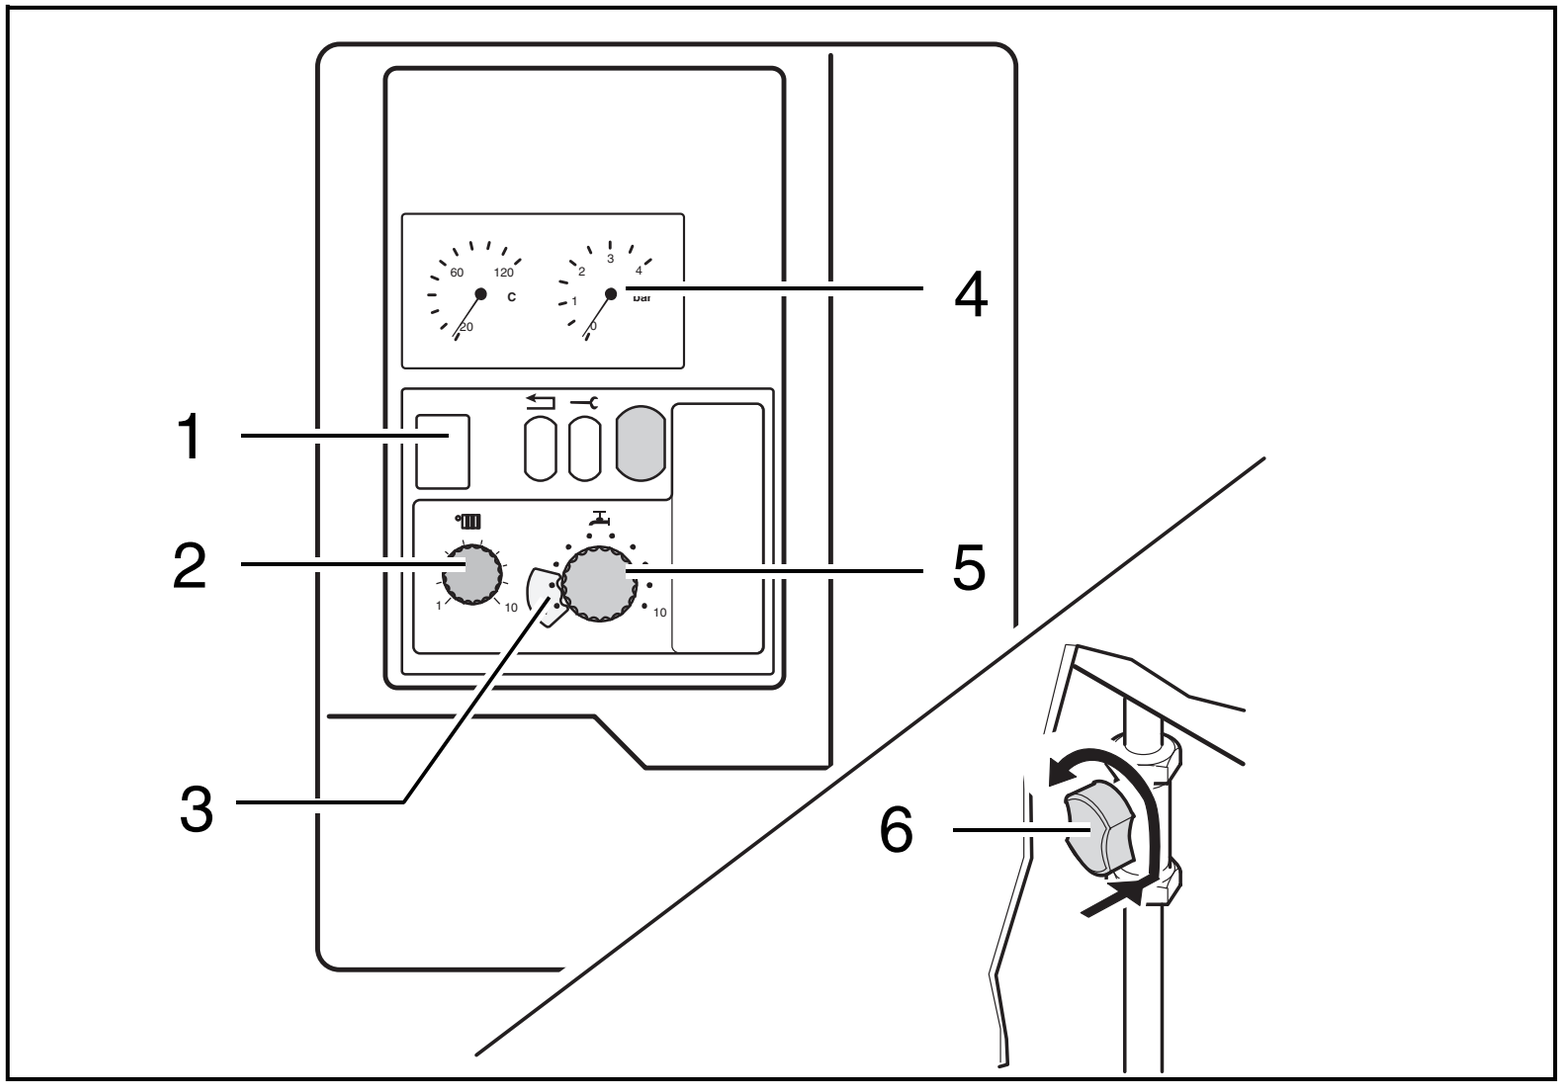

Abb. 1 Bedienfeld, Druckanzeige, Gasabsperrhahn, Temperaturanzeige
- Wasserdruck überprüfen (Abb. 1, Pos. 4). Bei einem Druck unter 1,0 bar Wasser auffüllen und Anlage entlüften. Max. Wasserdruck 1,5 bar. Optimaler Fülldruck 1,0 - 1,2 bar. Bei häufigem Wasserverlust durch eine Fachfirma Ursache ermitteln und beseitigen lassen.
- Vorlauftemperatur am Regler (Abb. 1, Pos. 2) mit Hilfe der Tab. 3 einstellen.
- Warmwassertemperatur für Logamax U122 und Logamax U124 mit externen Speicher-Wassererwärmer am Regler (Abb. 1, Pos. 5) mit Hilfe der Tab. 2 einstellen.
- Warmwassertemperatur für Logamax U122K und Logamax U124K am Regler (Abb. 1, Pos. 5) mit Hilfe von Tab. 1 einstellen. Zum Energiesparen (keine Warmhaltefunktion) Regler (Abb. 1, Pos. 5) auf Kaltstart-Stellung “**1**“ stellen. Blockierung (Abb. 1, Pos. 3) dazu abnehmen und nach Einstellung wieder aufdrücken.
- Gasabsperrhahn öffnen: Eindrücken und nach links in senkrechte Position drehen (Abb. 1, Pos. 6).
- Betriebsschalter (Abb. 1, Pos. 1) auf Stellung "**I**" stellen. Gerät beginnt mit dem Startprogramm, nach ca. 30 Sek. zündet der Brenner.